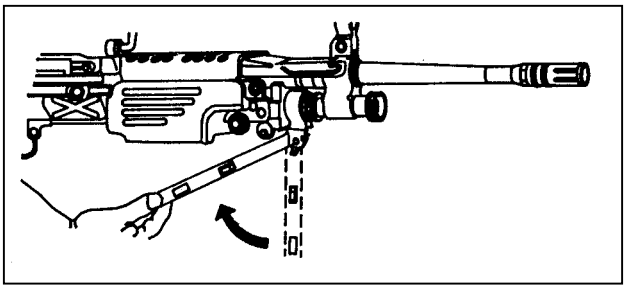

Figure 1-36. Folding of bipod under the handguard.
c. Before transporting the weapon, the gunner folds the bipod legs. To place the legs in the closed position, the gunner holds them together; he pulls the them back under the handguard; he then releases them so that the hooks on the legs grip the handguard. The bipod can be folded only when the legs are in the closed position (Figure 1-36).